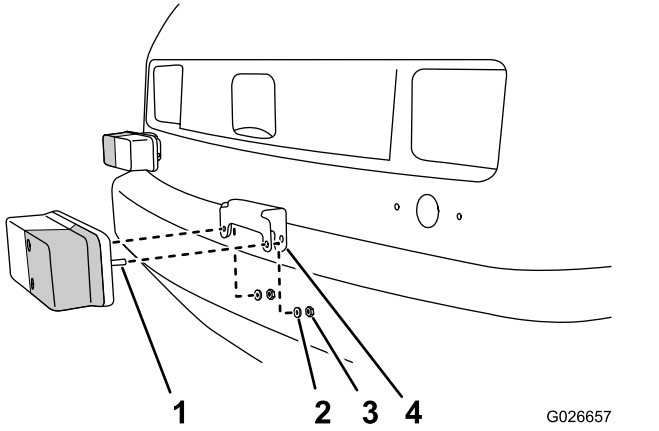

Figur 5
2. Skyv braketten på boltene til lyset (Figur 5).